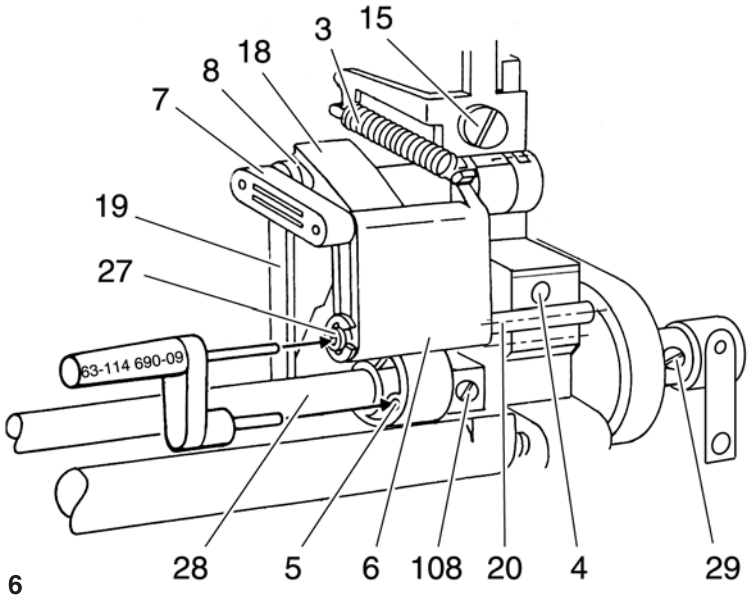

Fig. 6
When the needle bar has moved 2 mm up from its lowest position (b.d.c), it must be possible to insert the two pins of pin gauge 63-114 690-09 simultaneously in the holes of the feeding eccentric and the stud (fig. 6).
- Hold the handwheel in this position while at the same time inserting the pin gauge in the holes of feeding eccentric 5 and stud 27 (fig. 6).
- Turn the long drive shaft 28 in sewing direction until it is possible to insert the pin gauge in both holes (fig. 6).